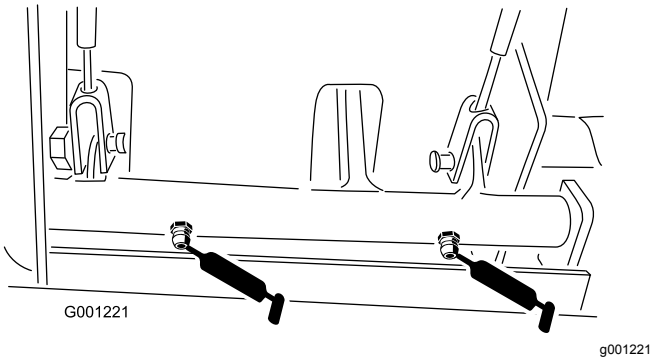

Figur 36
- Bremsedrejebøsninger (Figur 36)
- Bremsekabler (kørselshjul og bremsepedaler) (Figur 36)